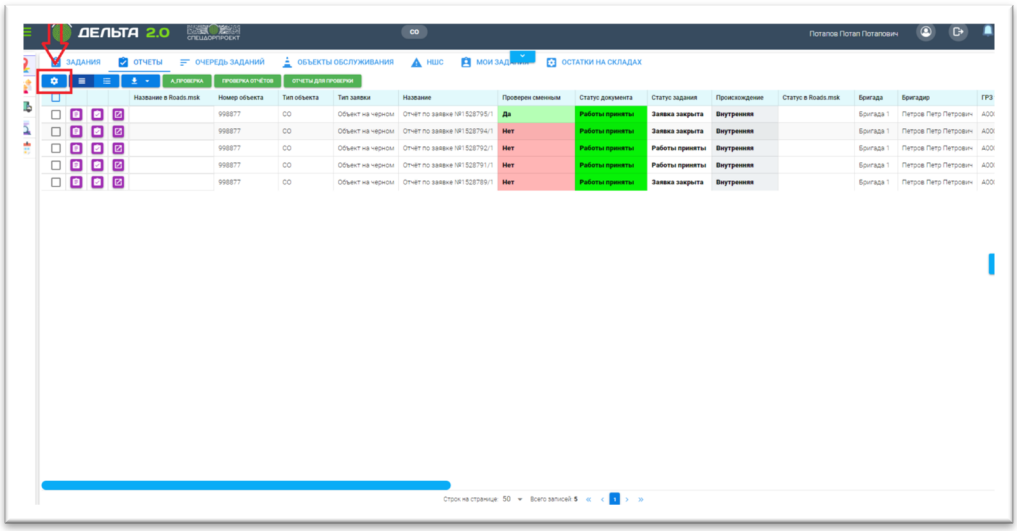
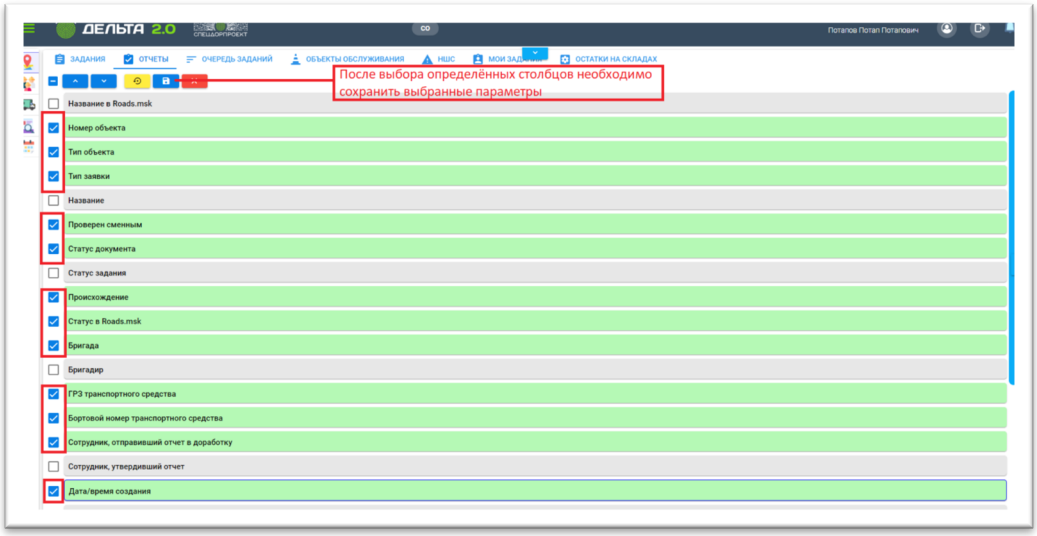

Рисунок 101
Рисунок 102
- Для удобства проверки можно отрегулировать количество столбцов в таблице, использовав инструмент «настройка таблицы ⚙» (Рис. 101, рис. 102)